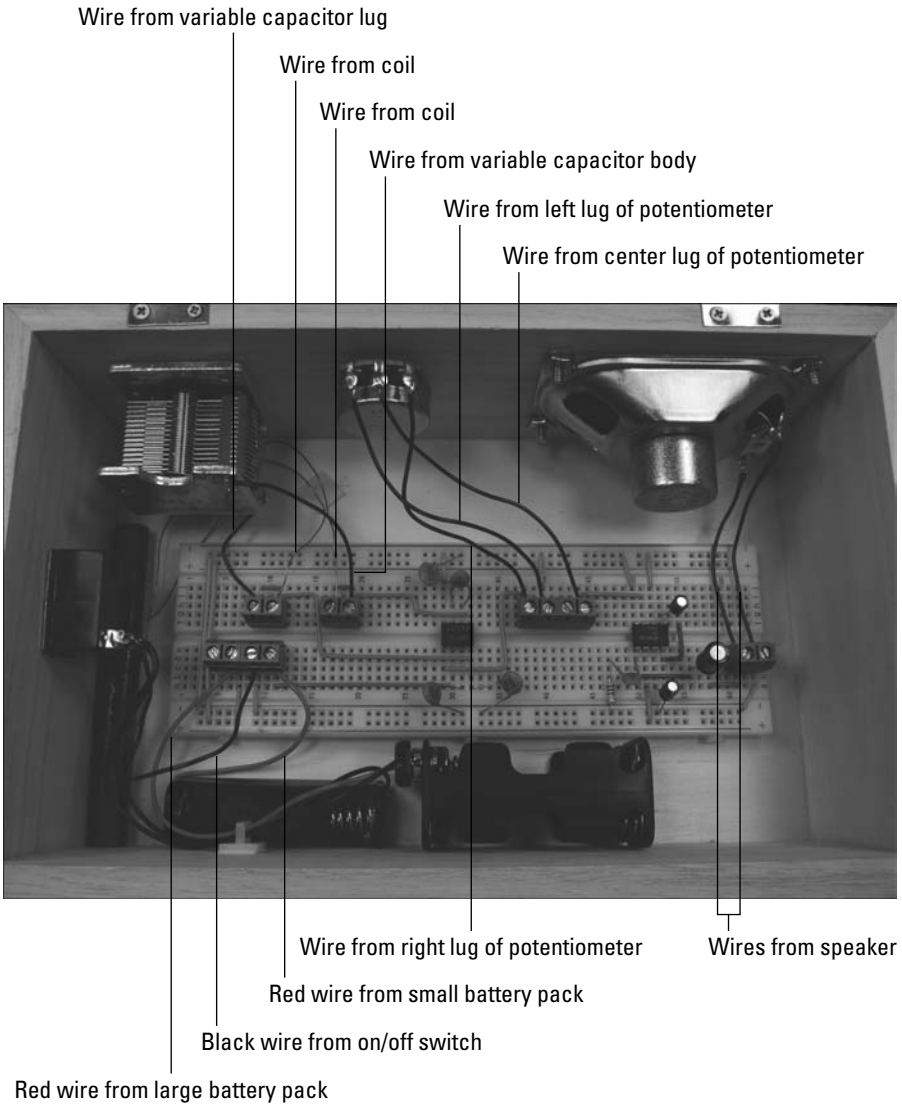

Figure 8-14: Connect the speaker, variable capacitor, on/off switch, and battery packs to the breadboard.
3. **Insert the wires from the speaker, potentiometer, variable capacitor, coil, battery packs, and the on/off switch to the terminal blocks on the breadboard, as shown in Figure 8-14.**